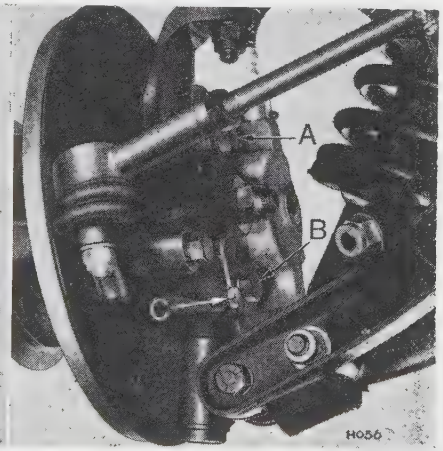

Fig. 18
2. Without disturbing the hydraulic pipe unions, unscrew the caliper securing bolts A and B (Fig. 18) and lift the caliper from the disc, tying it to a convenient point to prevent it hanging by the attached hydraulic pipe. Note the number of shims fitted between the caliper and the vertical link.
3. Prise off grease cap (11), withdraw the split pin (12) and unscrew the slotted nut (10). Remove the "D" washer and pull the hub assembly from the stub axle.
Lower Steering Swivel (Fig. 18)